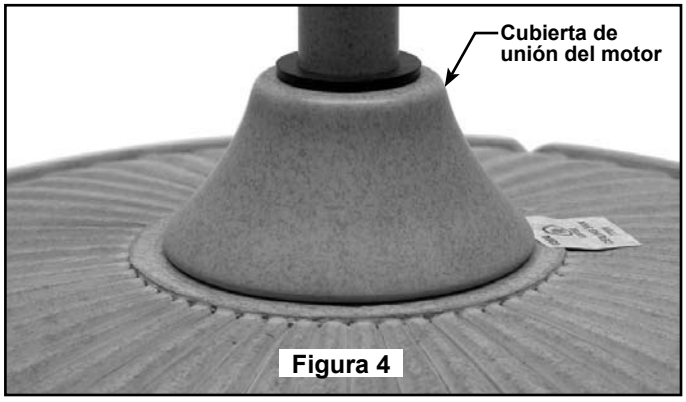

Figura 4
6. Deslice la cubierta de unión del motor hacia abajo hasta que toque la parte superior de la caja del motor. (Figura 4)